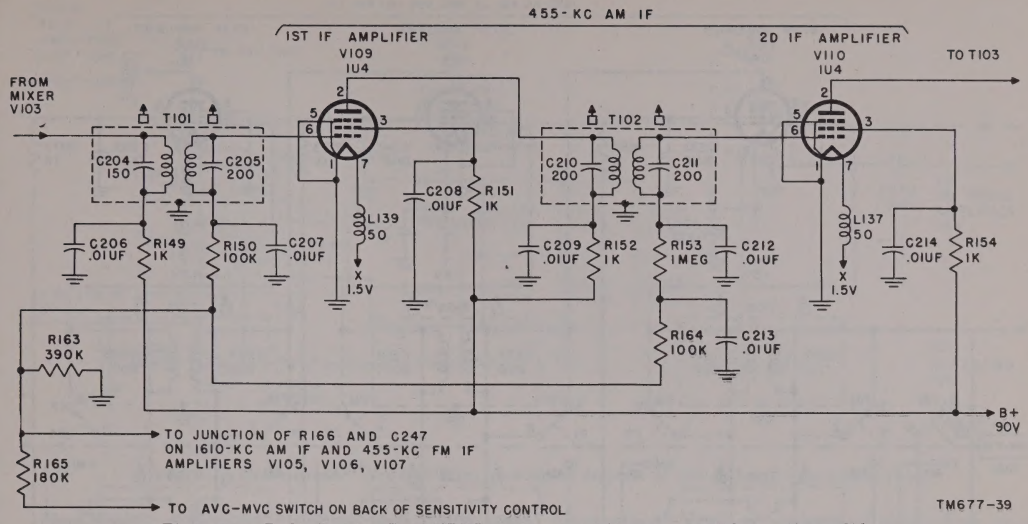

Figure 39. Radio Receiver R-395/PRD-1, functional diagram of 455-kc am if. amplifiers.
d. The rf signal from second rf amplifier V102 is fed through coupling capacitor C178 and parasitic suppressor grid resistor R131 to the signal grid (pin 6) of V103. The output of local oscillator V104 is fed through injection capacitor C184 to the first control grid (pin 4) of V103. The plate circuit of V103 is a tuned inductance-capacitance (LC) circuit. On bands 1, 3, 4, 5, 6, and 7, the plate circuit is tuned to 455 kc which is the difference in frequency between the signal received from second rf amplifier V102 and the signal received from local oscillator V104. On band 2, the plate circuit is tuned to 1,610 kc which again is the difference in frequency between the signal received from second rf amplifier V102 and the signal received from local oscillator V104. The intermediate frequency signal is fed to V109 (fig. 39) for am signals on bands 1, 3, 4, 5, 6, and 7;
76. If. Amplifiers, 455-Kc Am (fig. 39)